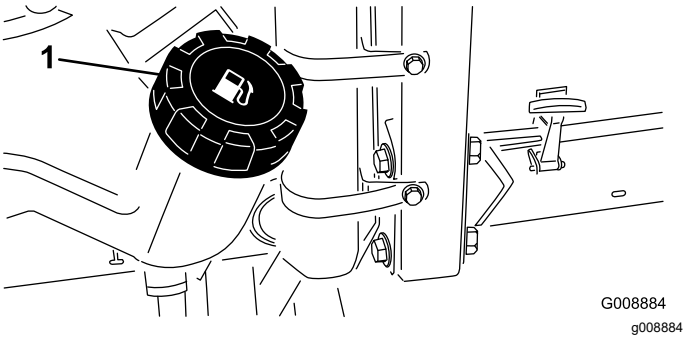

Figur 26
1. Rengjør området rundt drivstofftanklokket (Figur 26).